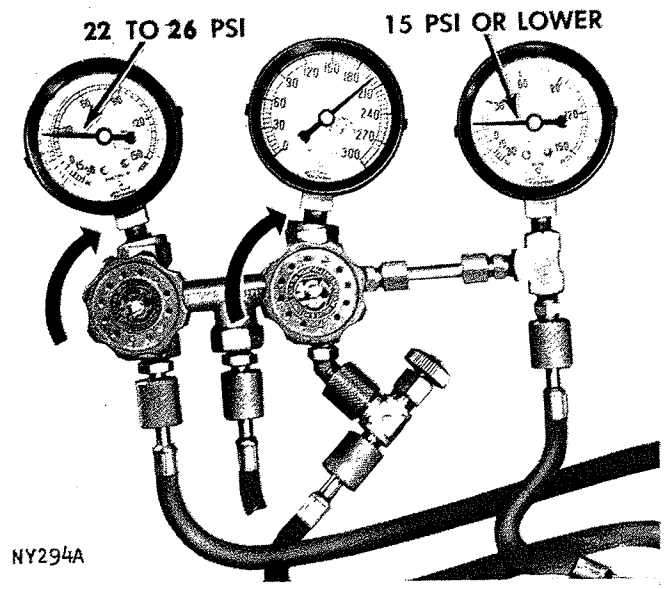

*Fig. 31—EPR Valve Test Pressures*
(1) Pressure registered at the evaporator suction gauges will become progressively lower.
(2) At the same time, the compressor inlet gauge will start to fluctuate. This fluctuation is caused by the alternate opening and closing of the EPR valve. It indicates that suction pressure is reduced to the point where it just about balances the internal gas pressure in the bellows. The EPR valve is actually operating as a modulating valve.
(3) When fluctuation at the compressor inlet gauge stops and the pressure registered drops steadily, the EPR valve is maintaining minimum suction line pressure. Allow pressure registered at the compressor inlet gauge to drop to 17 psi or lower, then read the evaporator suction gauge (refer to Figure 31).